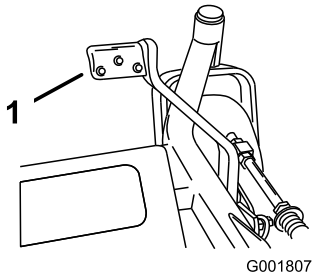

Figur 27
2. Trykk ned på løftespaken mens du trekker opp klippehøydespaken (Figur 27).